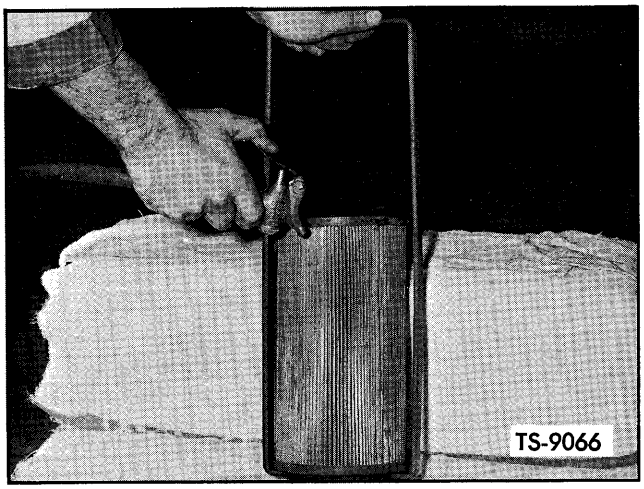

Fig. 5. Air Dry Filter Element and Inspect for Damage
4. Air dry element and relief valve components with filtered low pressure air as shown in Figure 5. Examine general condition of filter element checking for element cleanliness, deteriorated sealing gaskets, or screen damage. Replace deteriorated sealing gaskets with new gaskets using RUSCOE EPOXY CEMENT to secure new gaskets on element. If filter screen is damaged, replace with new element. Check relief valve components for any sign of damage replacing any component not in good serviceable condition.